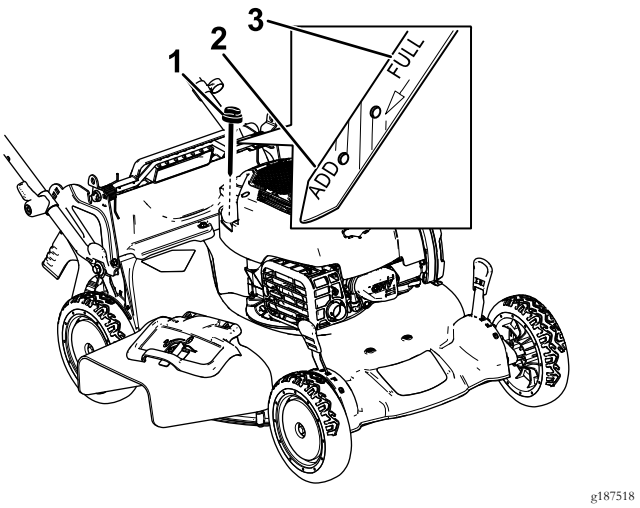

Figuur 28
3. Verwijder de peilstok door de dop linksom te draaien en eruit te trekken (Figuur 28).
10. Lees het oliepeil af van de peilstok (Figuur 28).